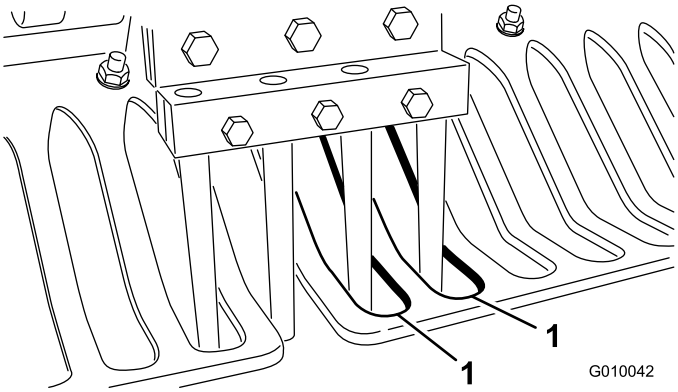

**Rysunek 26**
6. Sprawdź, czy zęby znajdują się na środku szczelin w osłonach od darni (Rysunek 26). Wyreguluj osłony od darni odpowiednio do potrzeb i dokręć nakrętki.